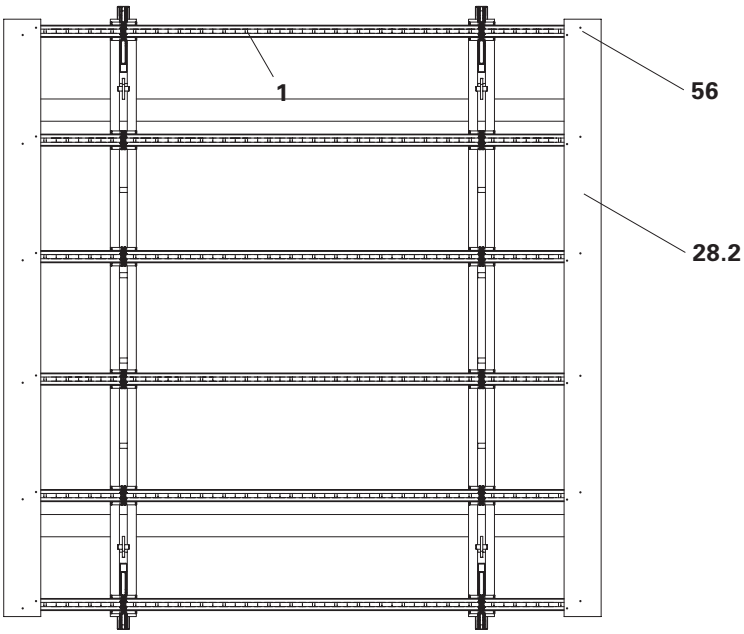

Abb. B2.13
2. Je einen Bohlenbelag 50 mm bündig an den Enden der Belagträger (**1**) ausrichten. Darauf achten, dass der Überstand auf beiden Seiten gleich groß ist (Abb. B2.13).